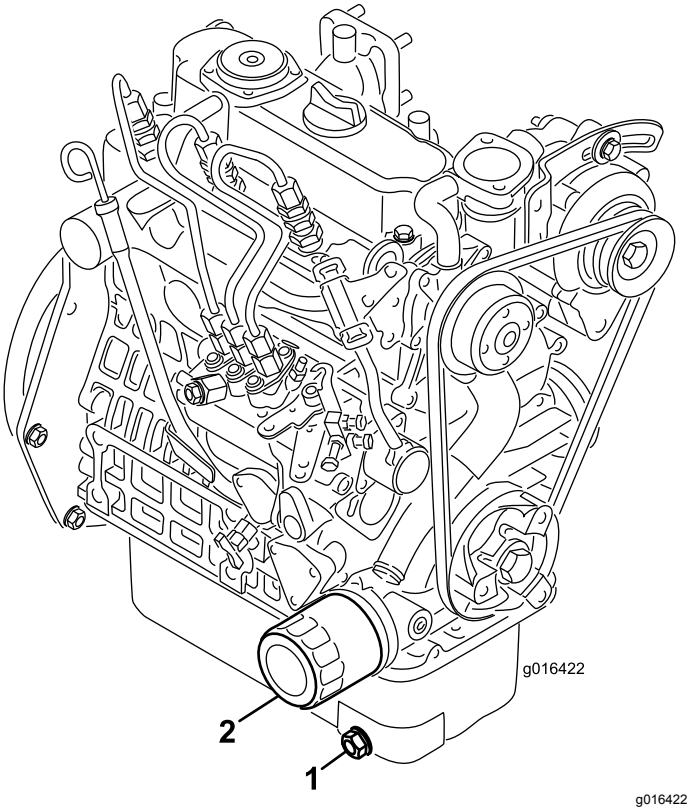

**Rysunek 39**
1. Odkręć korek spustowy (Rysunek 39) i poczekaj, aż olej ścieknie do naczynia do spuszczania oleju. Zakręć korek, gdy olej przestanie wyciekać.